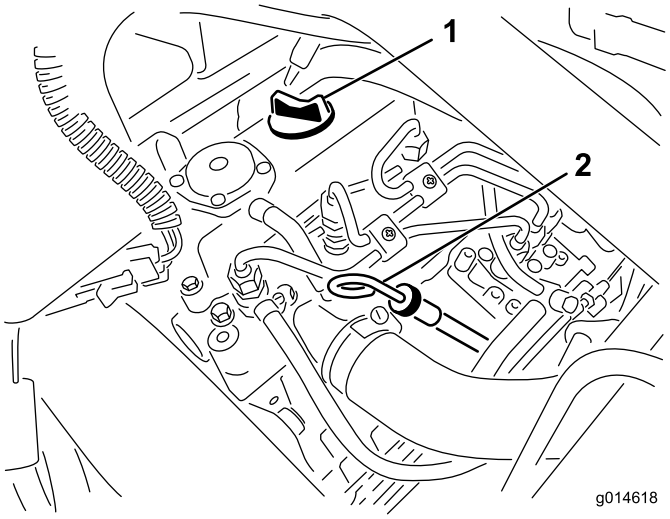

Figur 27
2. Fjern målepinden, og aftør den med en ren klud (Figur 27). Sæt målepinden ned i målepindsrøret, og sørg for, at den sidder helt i bund. Tag målepinden ud af røret igen, og kontroller oliestanden. Hvis oliestanden er lav, skal du fjerne påfyldningsdækslet fra ventildækslet og **langsomt** påfylde så meget olie, at oliestanden stiger til Full-mærket på målepinden. Hæld langsomt olie på, og kontroller niveauet ofte under denne proces. **Fyld ikke for meget på.**